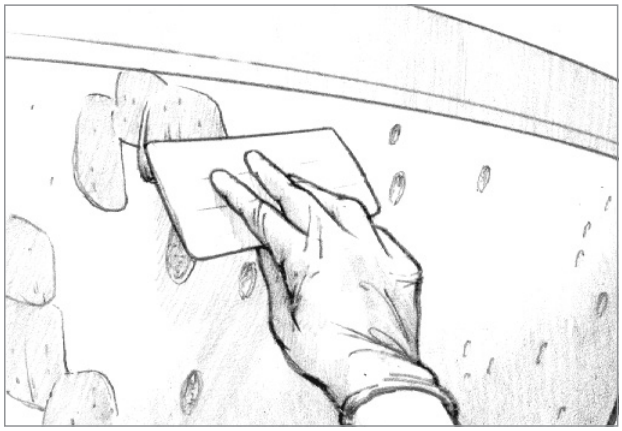

Figure 4-7 *Trowel thickened fairing compound into the blister cavities with a plastic squeegee.*
5. Apply the fairing compound into the blister cavities with a plastic spreader before the wet-out reaches its final cure phase. If the wet-out coat has reached its final cure, wash and sand the surface before applying the compound. Hold the squeegee at a low angle to leave the mixture smooth and filled slightly higher than the surrounding surface *(Figure 4-7)*. Remove any excess epoxy before it cures.